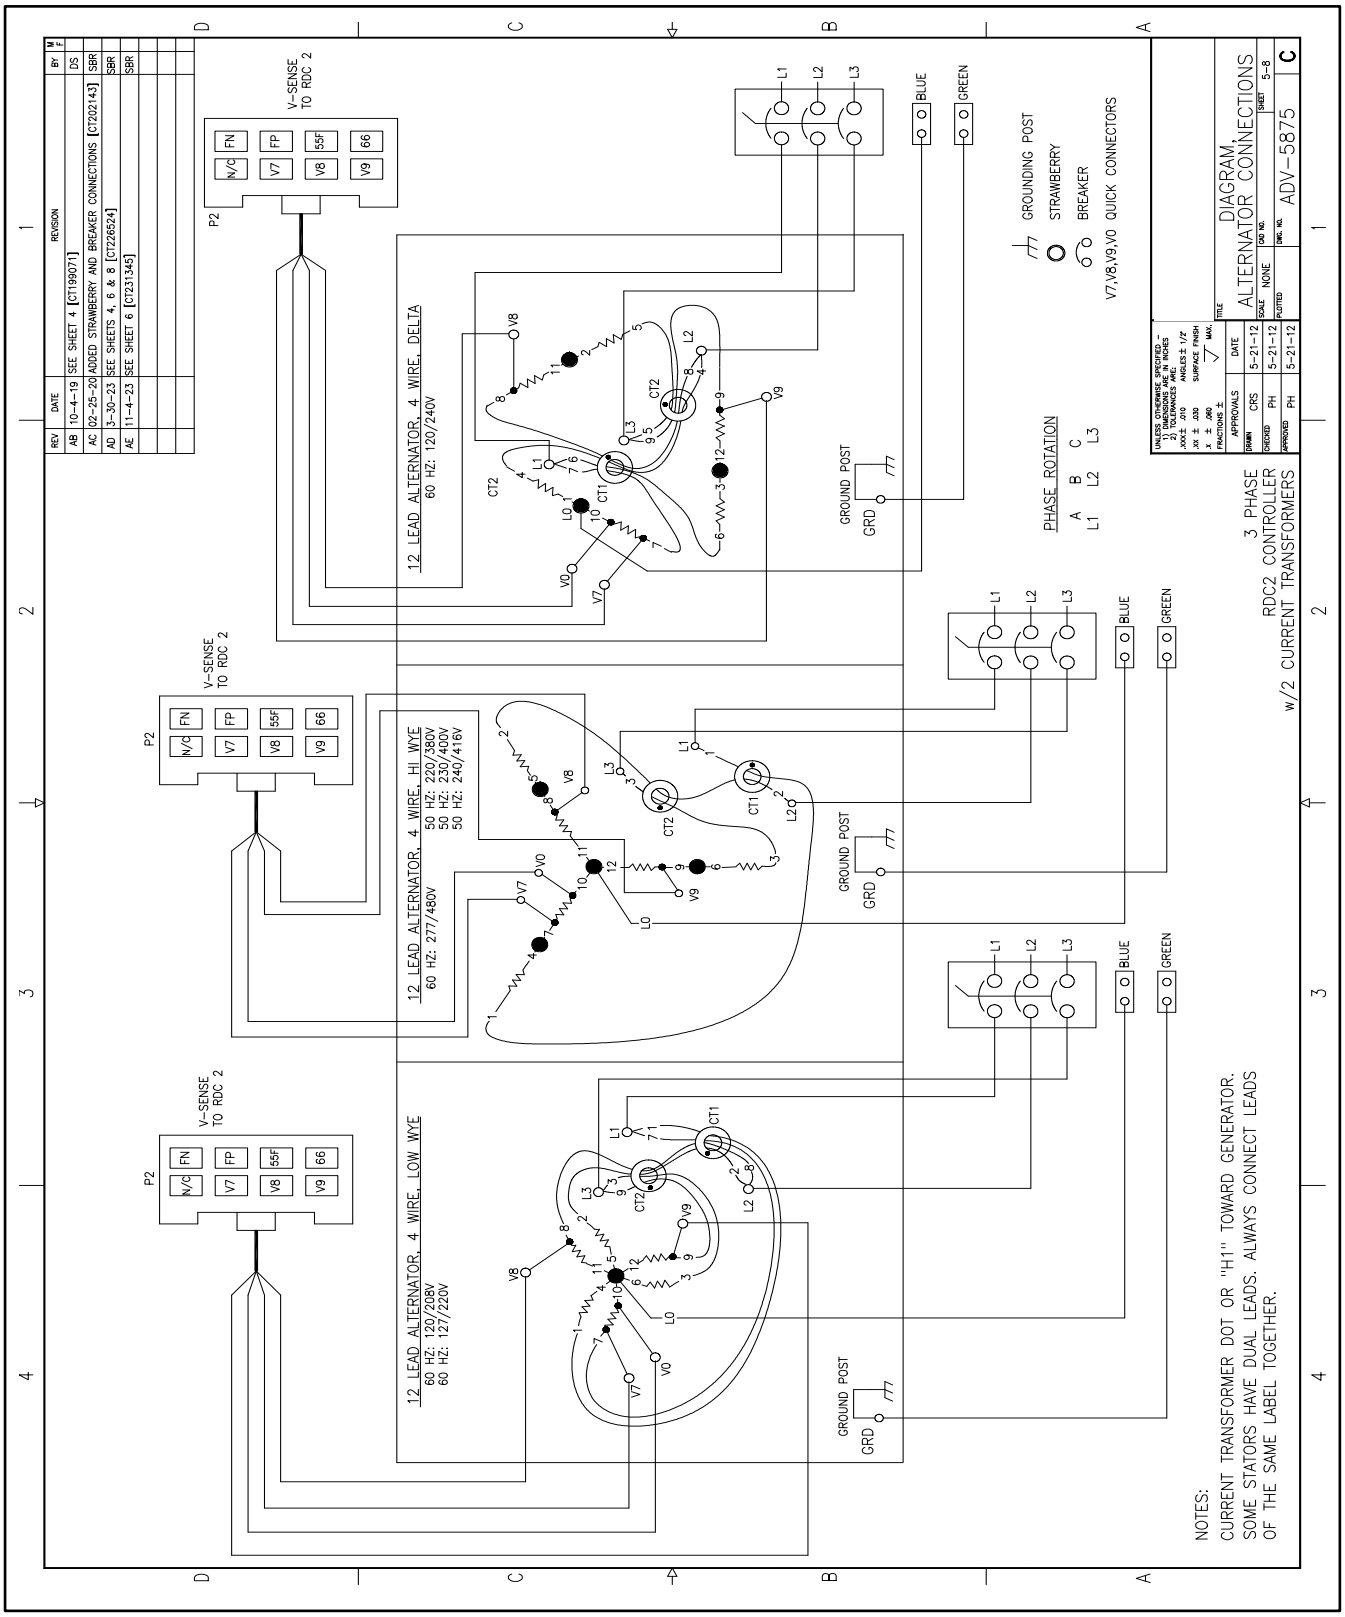

Figure 24 12-Lead Generator Reconnection
See Figure 24 for alternator connections. In addition to changing the alternator lead connections and routing through the current transformers (CTs), you must change the system voltage by changing the voltage setting on the controller. Use SiteTech™ software or the controller menus to change the voltage setting. See the Controller Setup section for instructions.
6. Select desired voltage connection. See Figure 24. Connect the leads according to the diagram for desired phase and voltage.